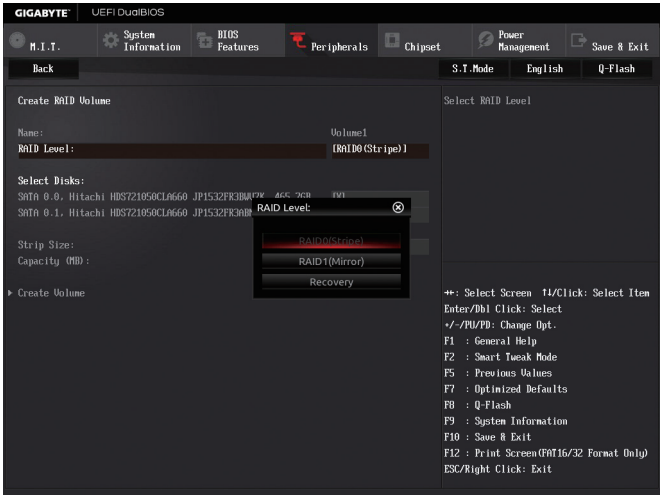

図 4
Intel(R) Rapid Storage Technology メニューにおいて、**Create RAID Volume** で <Enter> を押して **Create RAID Volume** 画面に入ります。**Name** の項目で 1~16 文字 (文字に特殊文字を含めることはできません) のボリューム名を入力し、<Enter> を押します。次に、RAID レベルを選択します (図 4)。サポートされる RAID レベルには RAID 0、RAID 1、RAID 10、と RAID 5 が含まれています（使用可能な選択は取り付けられているハードドライブの数によって異なります）。次に、下矢印キーを用いて **Select Disks** に移動します。